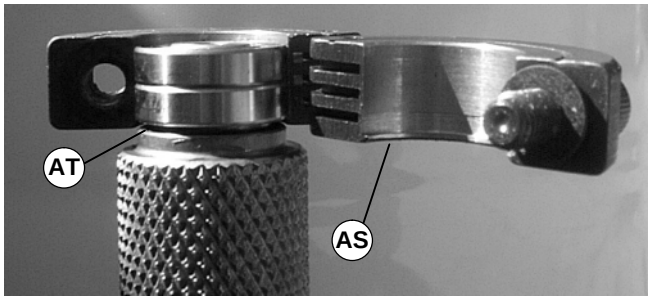

Abbildung 35
1. Das Lagerausbauwerkzeug (Teilnr. 450281) über das/die Lager legen, wobei sich die Lippe (AS siehe Abbildung 35) wie gezeigt in der Lagerspalte (AT) befinden sollte.